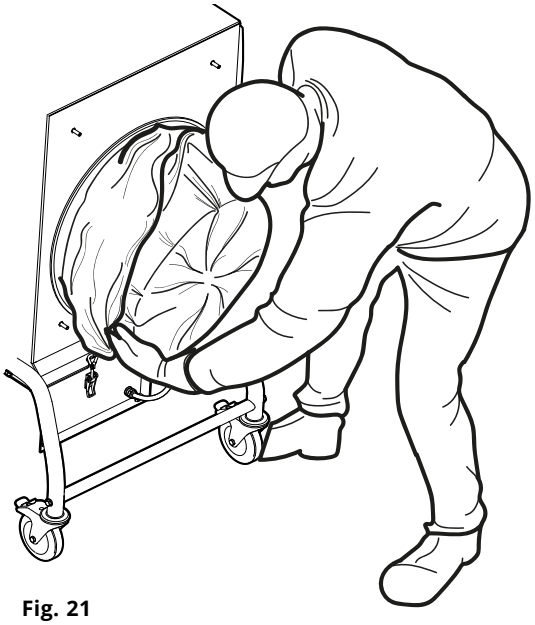

Fig. 21
8. Tire de la bolsa del filtro CMF PCW3 sobre el cartucho del filtro (**Fig. 21**). Asegúrese de que la bolsa del filtro no se atasque en los cepillos debajo del cartucho del filtro.